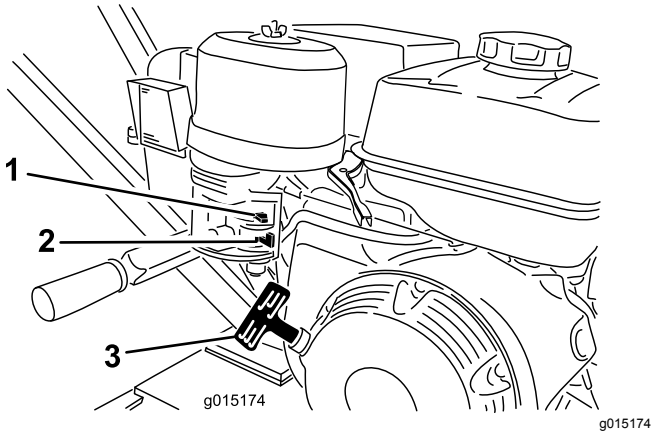

Figure 9
1. Tournez le robinet d'arrivée de carburant complètement à droite en position OUVERTE (Figure 9).
2. Réglez la commande de starter à la position EN SERVICE (Figure 9).
5. Tirez légèrement sur la poignée du lanceur jusqu'à ce que vous sentiez une résistance, puis tirez vigoureusement (Figure 9). Relâchez lentement la poignée du lanceur.